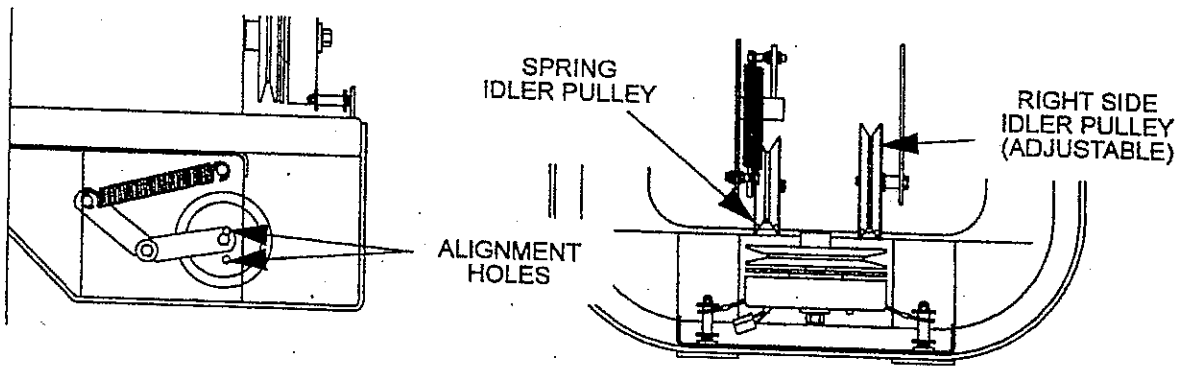

FIG. 8
b) Check to make sure the bolt in the center of the spring loaded pulley, on left side engine deck support, is positioned in between the two alignment holes in the left support plate (See Fig 8).